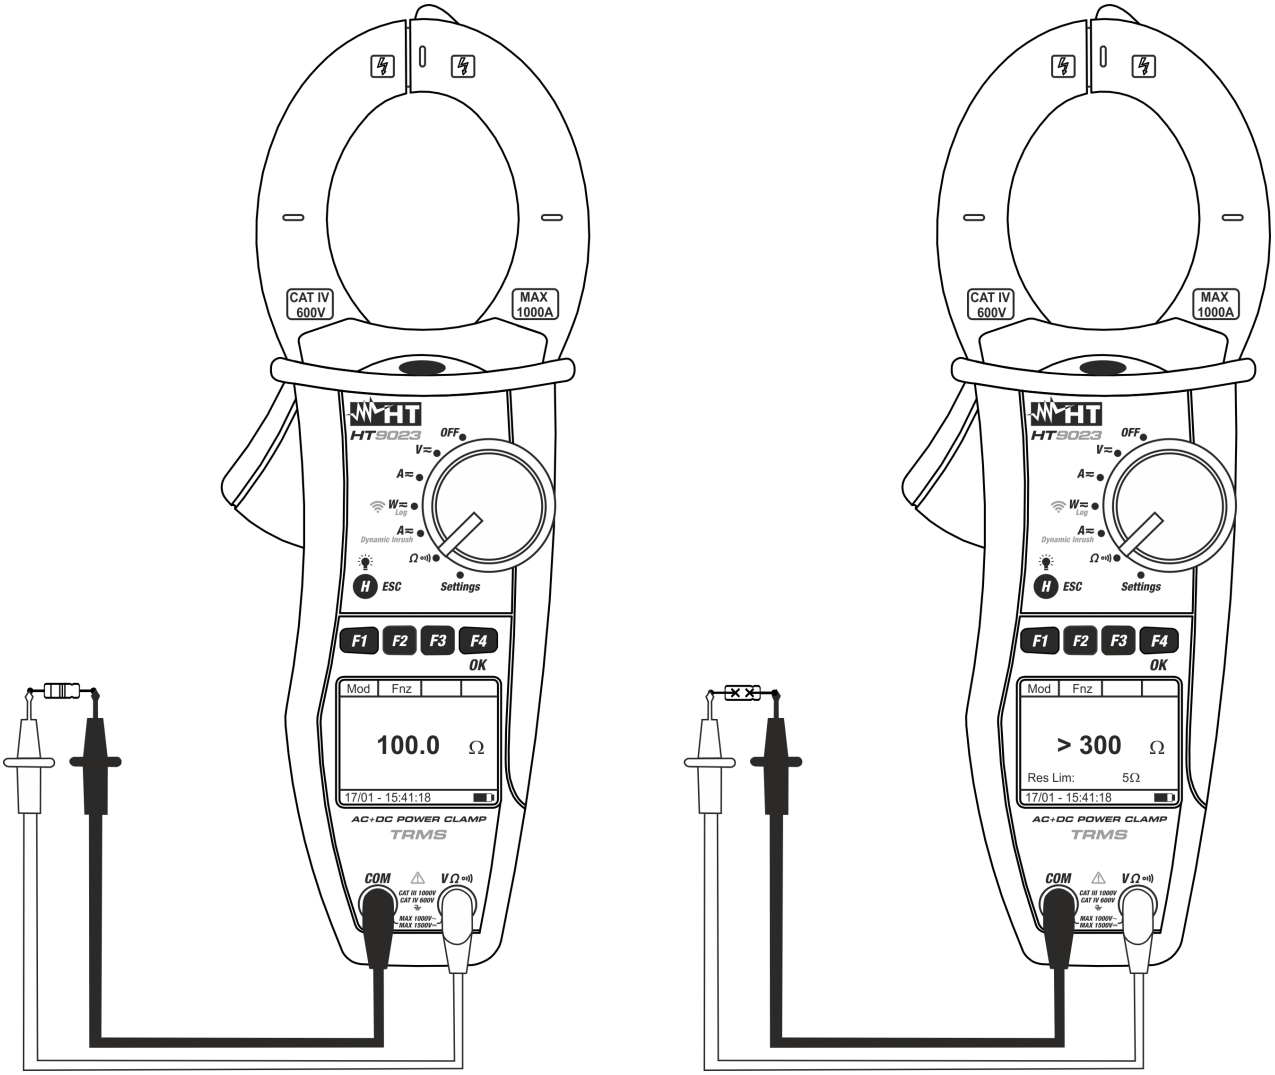

Fig. 14 : Mesure de Résistance et test de Continuité
4. Insérer le câble rouge dans l'entrée **VΩ•))** et le câble noir dans l'entrée **COM**, et connecter l'appareil comme décrit en Fig. 14